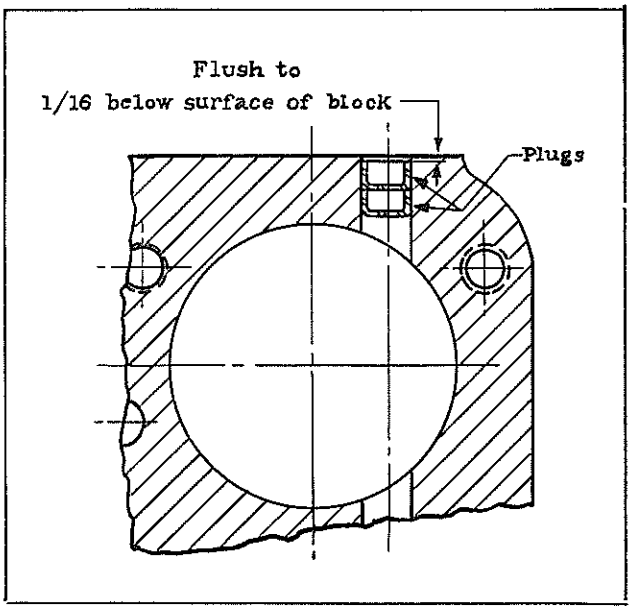

FIG. 5
1. When cylinder head gaskets are replaced the cup plugs in the four corners of the cylinder block should be inspected for tightness. In case plugs are loose a recommended procedure is to drive the plug deeper in the hole and assemble a second plug, coating same with "Aviation Prematex", "Casola", or equivalent to provide a permanent seal. This will avoid any possibility of leakage at these points. Refer to Fig. 5.